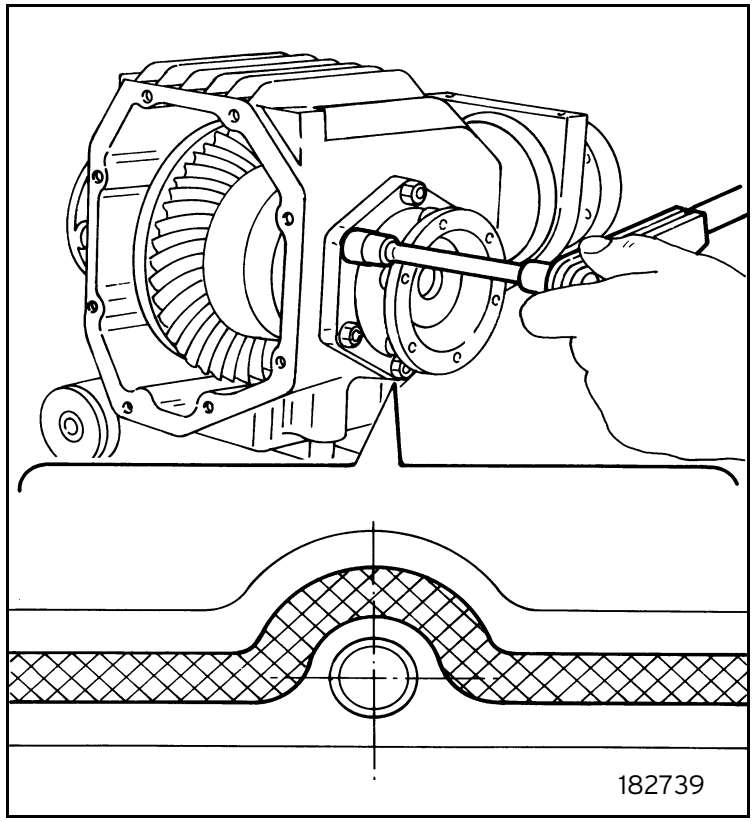

Fig. 39
- Apply Loctite 518 sealant on the union surface between box and hubs. Fit the hubs fastening the nuts at the specified tightening torque (figure 39):